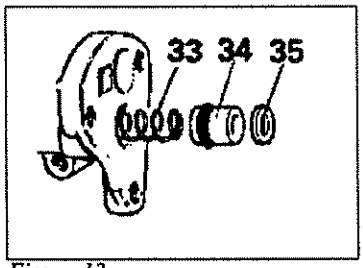
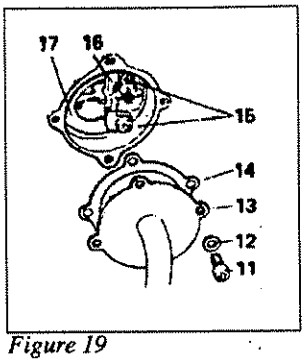
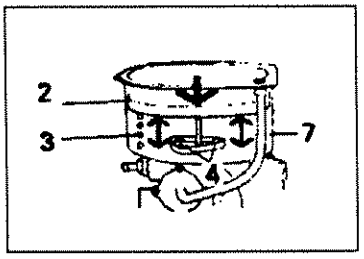
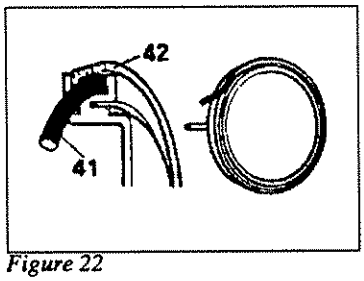

Figure 13
Figure 19
Figure 21
Figure 22
your life if you do not restore the bores. This is the main secret of a successful servo rebuild. Despite appearances, most bores are repairable by honing. There are three (3) bore sizes in your servo, they are as follows: Vacuum Upper Bores, Lower Bore Canister ID, Small (5") 3/4", 5/8", 7/16", 3/4", Large (7") 3/4", 5/8", 3/8", 3/4". When determining booster size, check diameter of rear cover. Small is approx. 6" and large is approx. 7-1/2" Commercially available hones are usually available for the 3/4" bores, but you will have great difficulty finding hones for the smaller bores. It is easy to make your own hones, though. With a brass rod as shown in Figure 12 (liberally coated with fine grit valve lappng compound), insert in bore and rotate back and forth/in and out until ridges and pits are eliminated. In the absence of honing, #400 wet/dry sandpaper wrapped around a rod can sometimes be used to remove bore imperfections. Then, with #0000 steel wool wrapped around a rod inserted in a high speed drill, polish bores to a mirror finish. Again using a flashlight, look down the bores to verify your handy work. At this point, if all bores are satisfactory, clean one more time with a strong detergent and hot water. Remember, if you would not eat off of it, it is not clean enough! Now precoat all hydraulic parts with synthetic silicone brake fluid and assemble unit as shown in Figures 13 through 18. Next, prepare vacuum cylinder piston for reassembly. Using #400 wet/dry sandpaper, polish cylinder bore. With the rubber strip removed from behind the leather seal, wrap a dry rag around the leather seal overnight to absorb brake fluid. Do not use solvents to do this job. Thoroughly saturate the leather seal with a silicone lubricant (usually in spray cans) or use lubricant supplied with the rebuild kit. Coat the cylinder bore with the same lubricant. Continue assembling as shown in Fig. 19 through 23. Just prior to replacing the cover plate, fully depress piston several times. The piston must be pushed completely out of the bore by the return spring (Fig. 21 Item 3) without sticking. If it does stick, remedy the problem by adding lubricant on leather seal and/or using a razor blade to cut the foam seal (Fig. 22 Item 41) in half lengthwise.